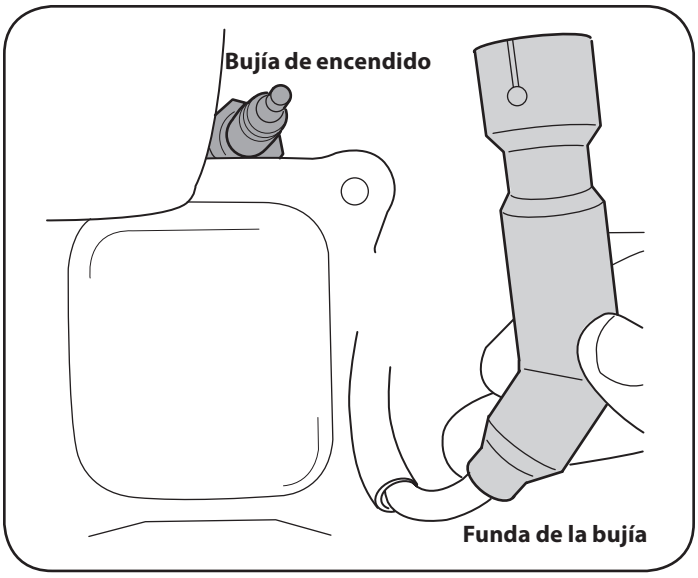

Figura 18
1. Retire la funda de la bujía y utilice una llave para bujías para extraerla. Vea la Figura 18.